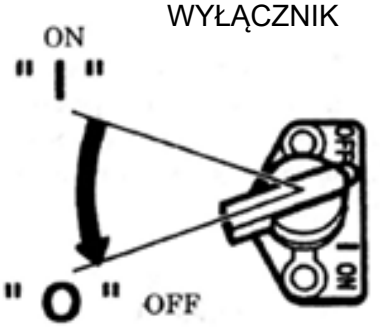

Rys. 12
2. Przekręcić wyłącznik do pozycji „OFF”. (Rys. 12)